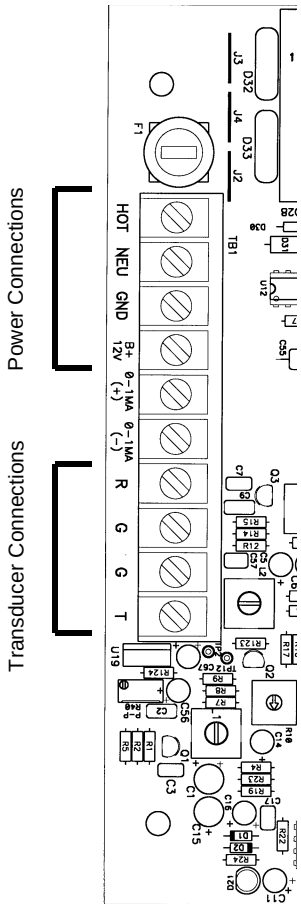

Figure 2.1
2. Connect the transducer cable terminals to the corresponding terminal block locations within the transmitter. The R, T and corresponding G terminals are marked on the coaxial transducer cables. See **Figure 2.1**.